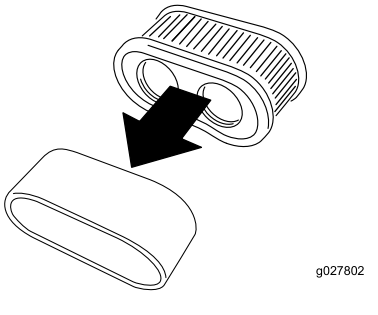

Figur 39
5. Skill skum- og papirelementene (Figur 39).